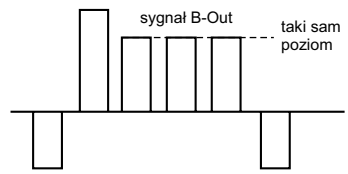

Rys.9.
3. Zmieniając wartość parametru *Sub Colour* w menu *Device Register Setting* – podmenu *Backend* lub w trybie testowym 2 w funkcji 12 tak ustawić nasycenie koloru, aby trzy ostatnie pasy (*Cyan*, *Magenta* i *Blue*) miały tę samą wysokość, jak pokazano to na rys.9.